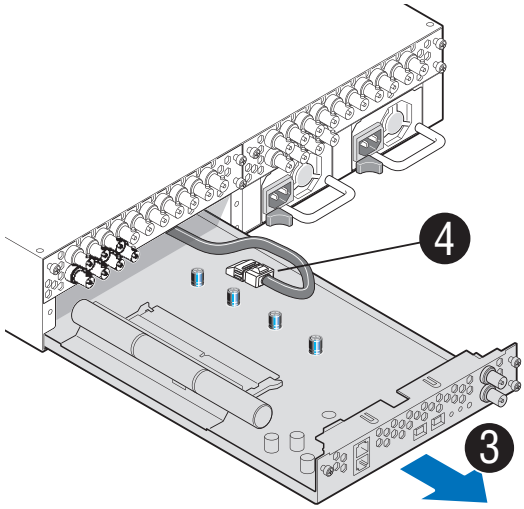

Figure 3–16: Locating the SAS Connector
5. Press down on the top latch of the SAS connector and disconnect the SAS cable, as shown in *Figure 3–17*.